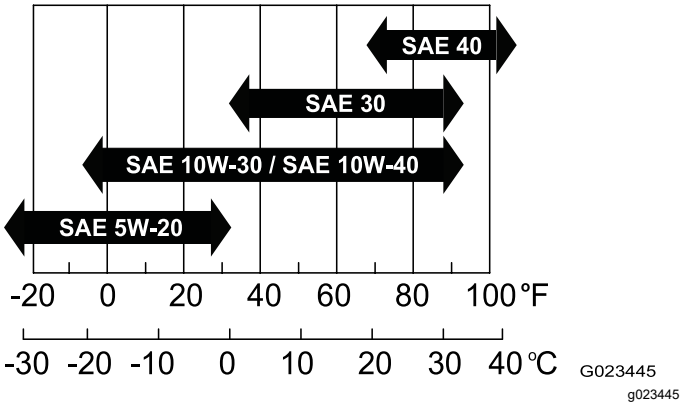

Rysunek 13
- **Lepkość:** SAE 30; pozostałe lepkości przedstawiono na poniższym wykresie (Rysunek 13):